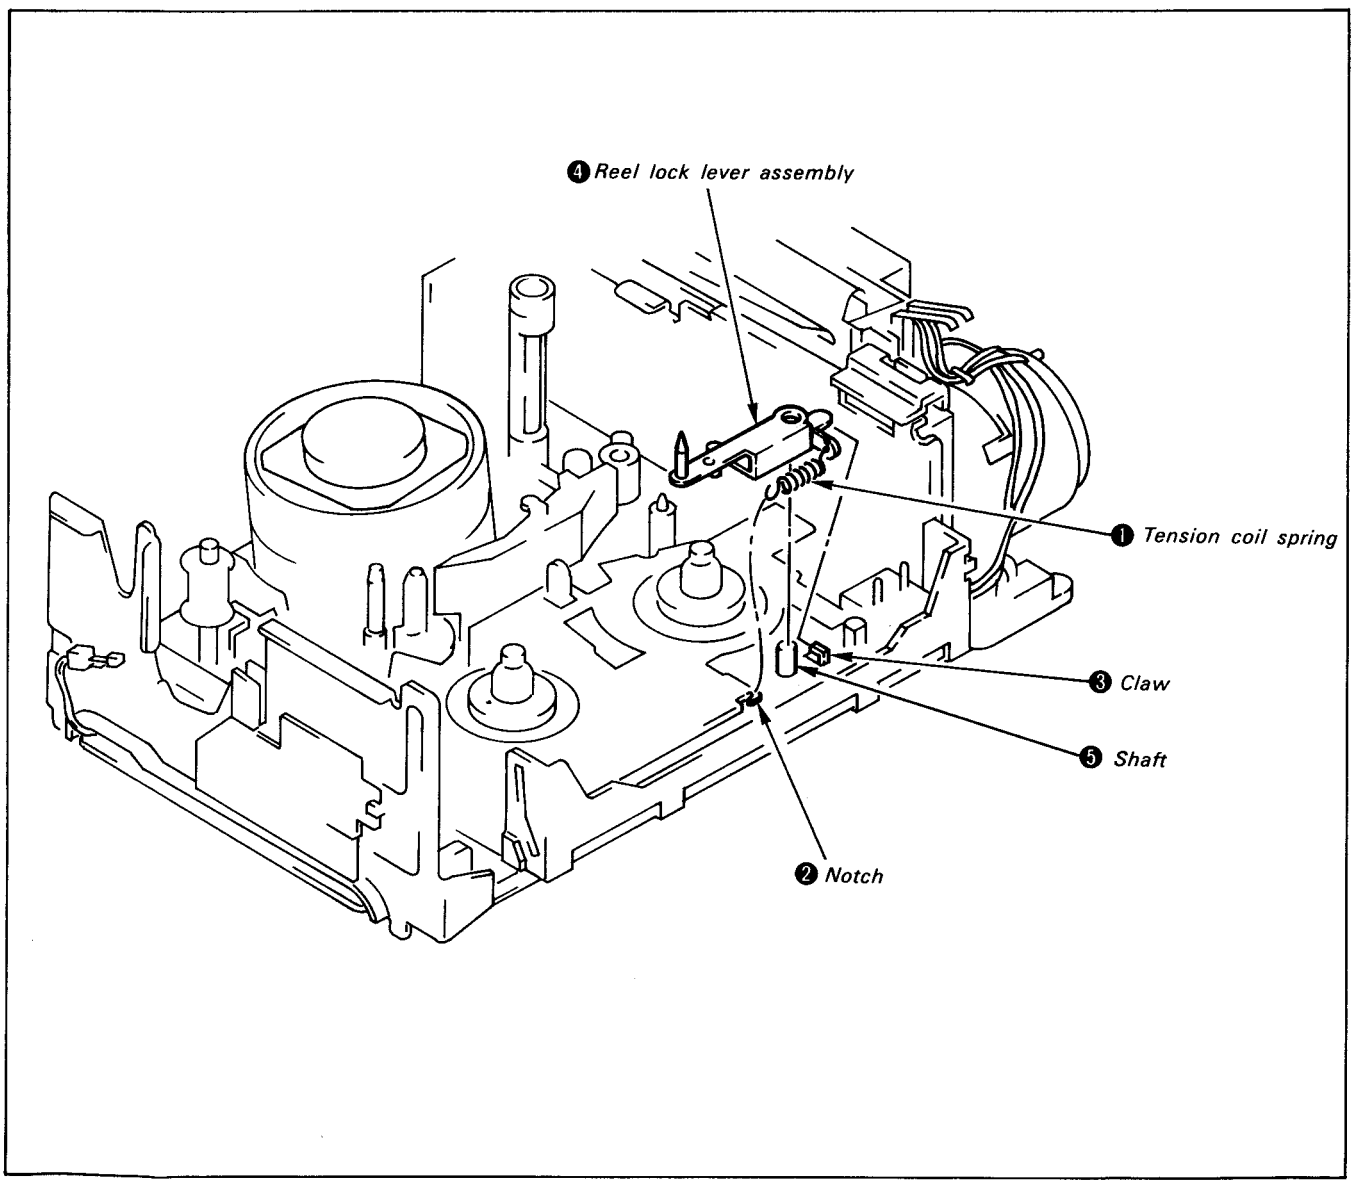

Fig. 2-12
2) Remove tension spring ❶ from notch ❷.
3) Remove reel lock lever assembly ❹ from claw ❸ and shaft ❺. (See Fig. 2-12)